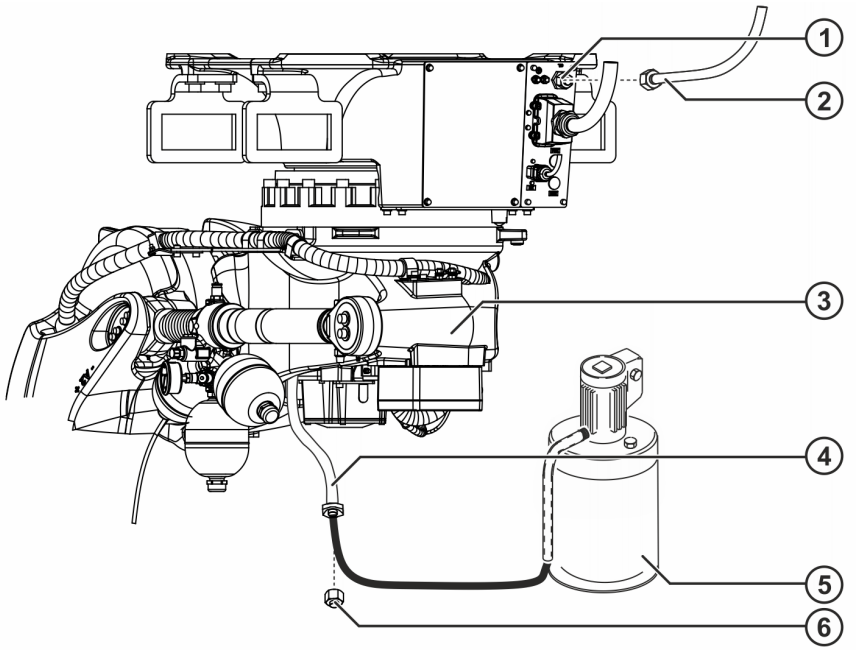

Fig. 8-5: Filling the gear oil on A1
1. Connect the oil drain hose to the quick coupling and press in for venting (>>> *Fig. 8-5*).